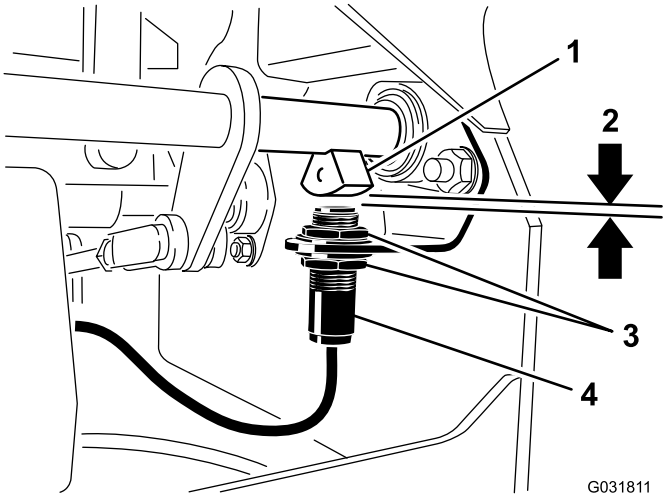

Rysunek 48
4. Przesuwaj przełącznik w górę lub w dół na wsporniku, aż odległość między czujnikiem wału hamulca i trzpieniem ruchomym przełącznika wyniesie 4 mm, jak pokazano na Rysunek 48.